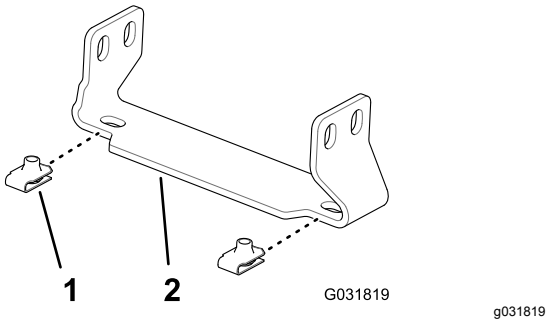

Figur 183
1. Montera de fyra klämmuttrarna (Toro-artikelnr 94-2413) på de två stödfästena till centersektionskåpan (Toro-artikelnr 131-3703-03) enligt (Figur 183).